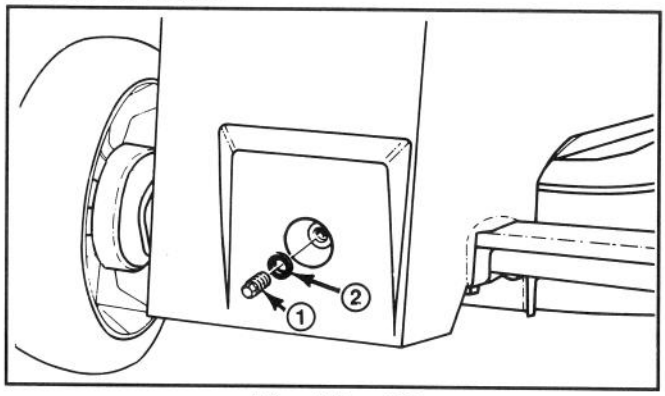

Afbeelding 28
5. Reik tussen het vlakke gedeelte en de tandwielkast en veeg het deel rond de plastic dop van de tandwielkast schoon (Afb. 28). Verwijder de dop en pakking van de tandwielkast en let op olie die eventueel uit de opening druipt. In dat geval de dop en de pakking snel terug aanbrengen omdat er dan voldoende olie is. Als er geen olie druipt moet er transmissie-olie toegevoegd worden: zie stap 6.